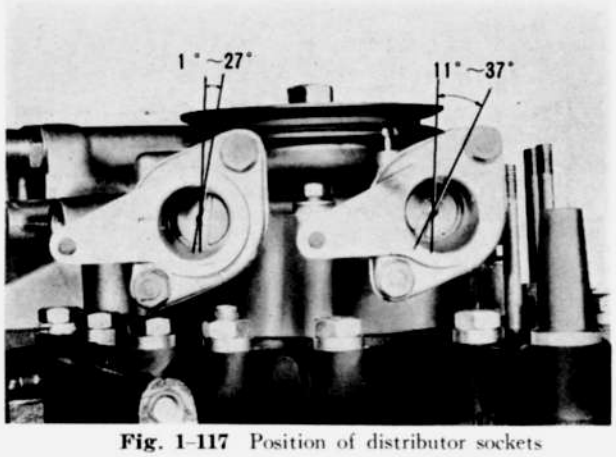

Fig. 1-117 Position of distributor sockets
2. Install the leading side distributor socket through the gasket to the front housing so that the groove on the upper side of the drive shaft points **1°~27°** to the right against the longitudinal axis of the engine, as shown in Fig. 1-117.